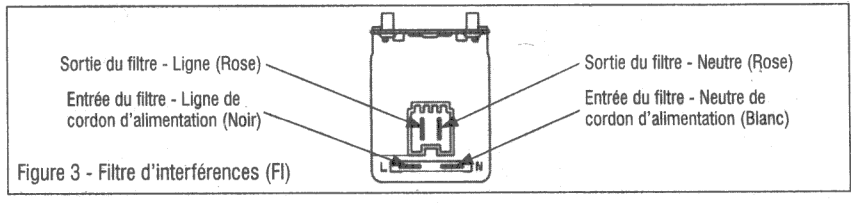

Figure 3 - Filtre d'interférences (FI)
3. Contrôler visuellement que toutes les connexions au filtre d'interférences (FI) sont correctement raccordées. Voir Figure 3, ci-dessous.
7. Avec un voltmètre réglé sur **CA**, vérifier la tension de ligne à l'entrée du filtre d'interférences. Voir Figure 3.
8. Avec un voltmètre réglé sur **CA**, vérifier la tension de ligne à la sortie du filtre d'interférences. Voir Figure 3.